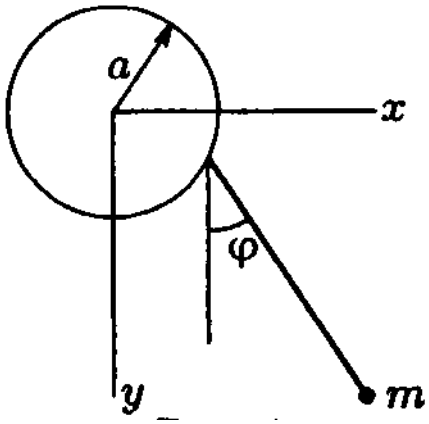

Рис.8
a) равномерно движется по вертикальной окружности с постоянной частотой γ (рис. 8)